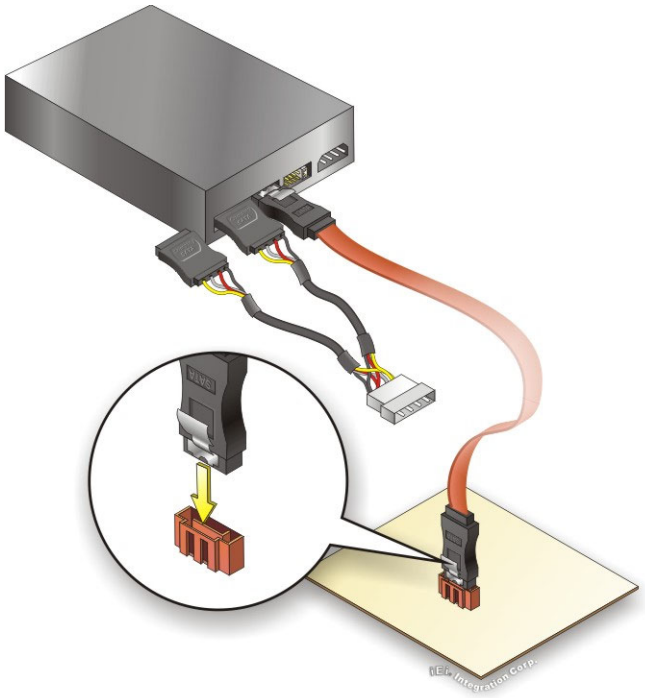

Figure 4-19: SATA Power Drive Connection
Step 3: **Connect the cable to the SATA disk**. Connect the connector on the other end of the cable to the connector at the back of the SATA drive. See **Figure 4-19**.
Step 4: **Connect the SATA power cable**. Connect the SATA power connector to the back of the SATA drive. See **Figure 4-19**.